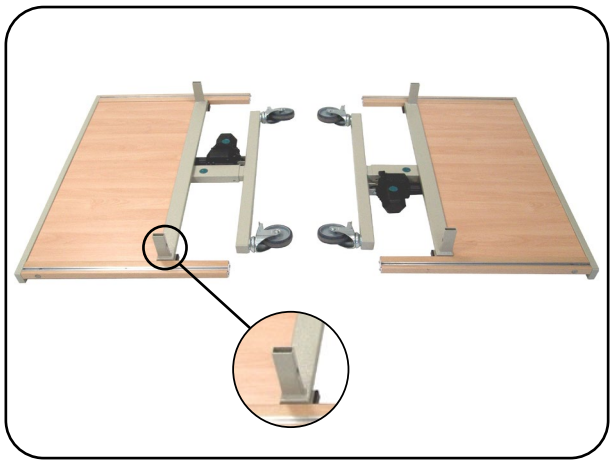

Abb. 6.1.01 - Stellteile
1. Stellen Sie die Laufrollen (siehe Kapitel Bedienung Abschnitt **Laufrollen**) parallel zum Stellteil fest und legen Sie die Stellteile mit den Steckrohren nach oben flach auf den Boden (Abb. 6.1.01).